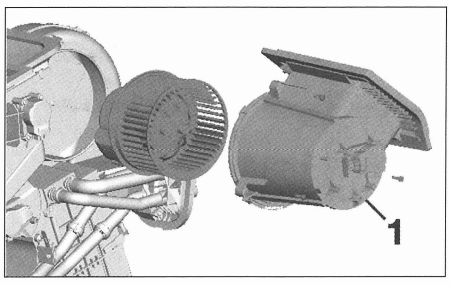

FIG. 8
. Sacar el conector en la caja de reparto de aire (1) **(fig. 8).**